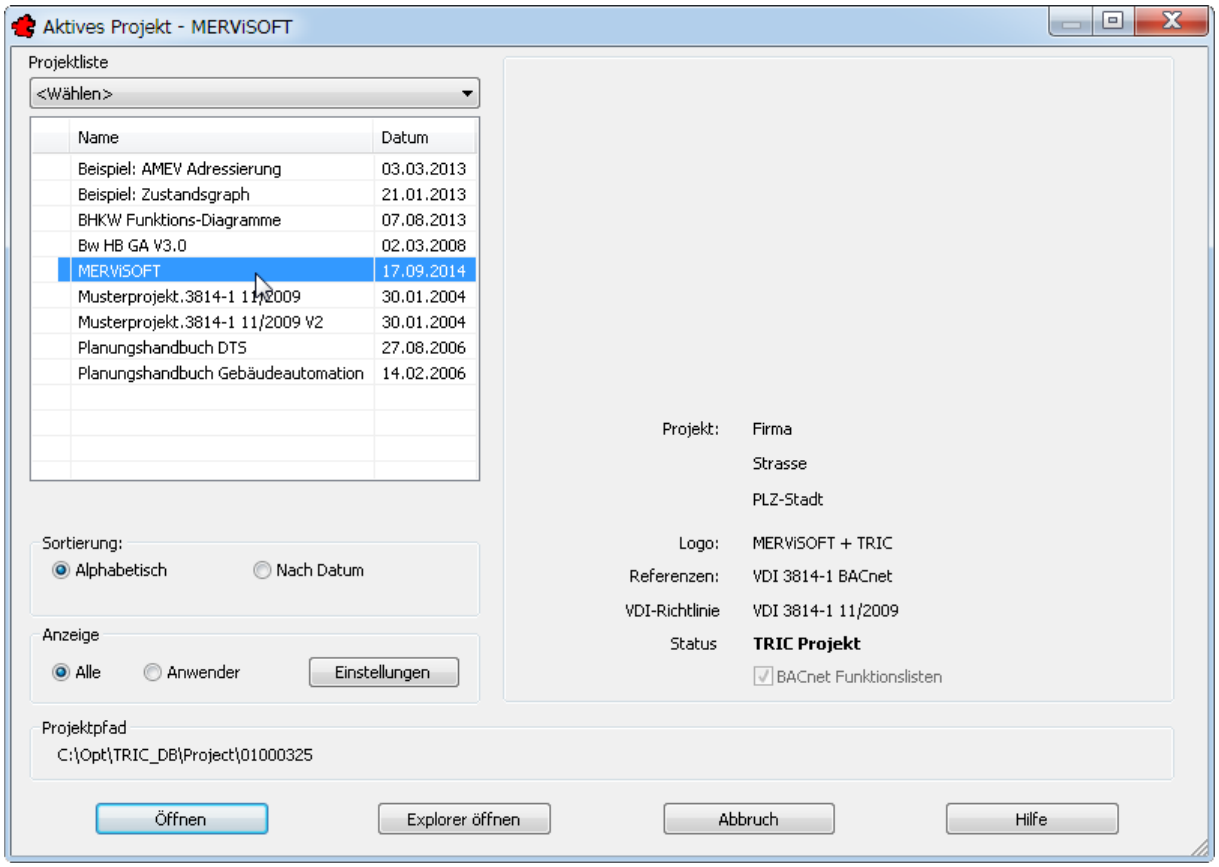

Bild 18.4 – Das Beispielprojekt MERViSOFT wurde erstellt
- Bestätigen Sie, aktivieren Sie das Projekt und klicken Sie auf *Öffnen* (Abb. 18.4).